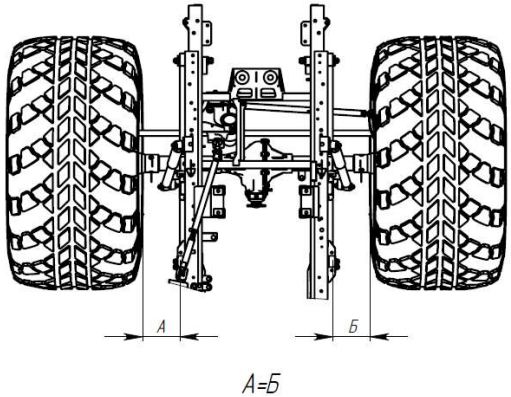

Рис. 6.13 Установка управляемых колес в положение прямолинейного движения.
2. Предварительно установить управляемые колеса транспортного средства в положение прямолинейного движения (см. Рис. 6.13). Для более точной установки выполнить замер расстояния от бортового кольца обода колеса до боковой поверхности рессоры. Измерения произвести с левым и правым колесом. Расстояния должны быть равны.